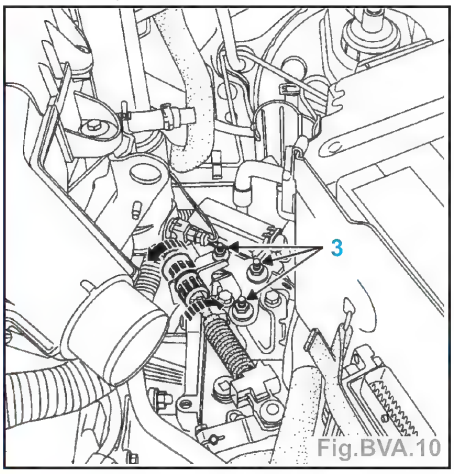

Fig.BVA.10
- les trois vis de fixation (3) de la platine support du connecteur modulaire (Fig. BVA.10),